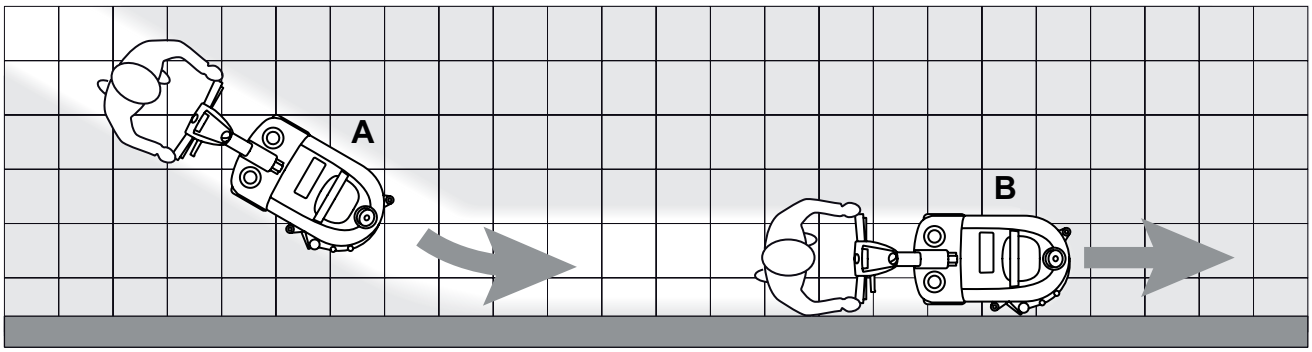

**Figura 2**
*Para un correcto lavado/secamiento de los suelos en los bordes de las paredes, Clarke sugiere acercarse con el lado derecho de la máquina como indicado en la figura 2.*